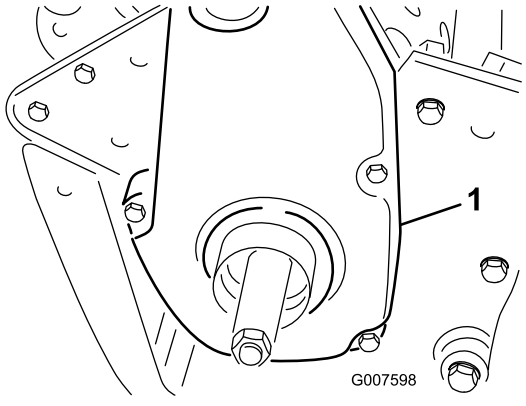

Bild 37
6. Nehmen Sie die hintere Riemenabdeckung rechts an der Maschine ab (Bild 37).